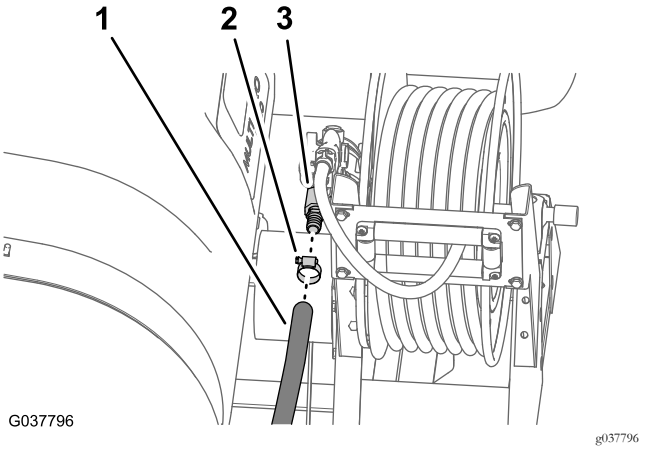

Figura 40
1. Retire la abrazadera que sujeta la manguera de alimentación al conector dentado recto del carrete de la manguera (Figura 40).
2. Retire la manguera del conector de manguera (Figura 40).